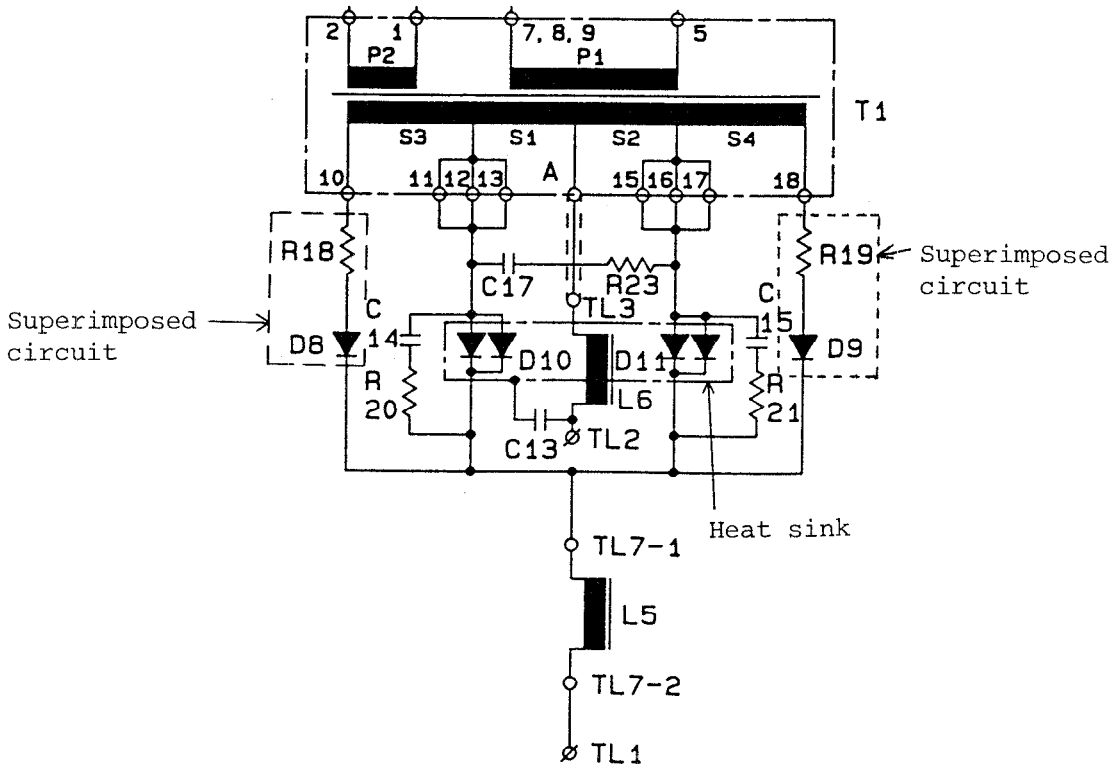

Fig. 4 Superimposing circuit and secondary rectifier & smoothing circuit
⑦ SUPERIMPOSED-CIRCUIT (Fig. 4)
⑧ SECONDARY RECTIFIER & SMOOTHING CIRCUIT (Fig. 4)